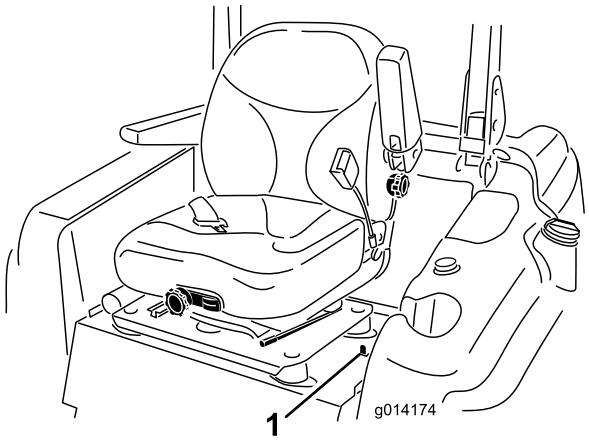

Figura 1
4. Mueva el enganche del asiento, situado en el lado izquierdo del asiento, hacia atrás para desenganchar el asiento, y tire hacia adelante la parte superior del asiento (Figura 1).